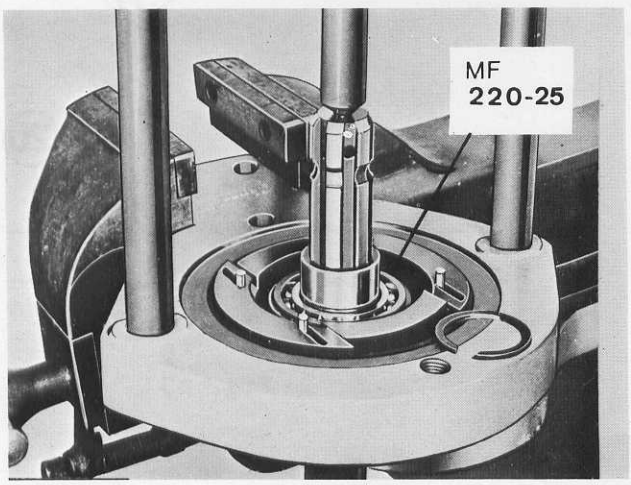

Fig. 7
3° - Extraire les circlips (13) de retenue du roulement, puis séparer celui-ci de l'arbre de P de F au moyen d'une presse MF 220 et d'un adapteur MF 220-25 (voir figure 7).